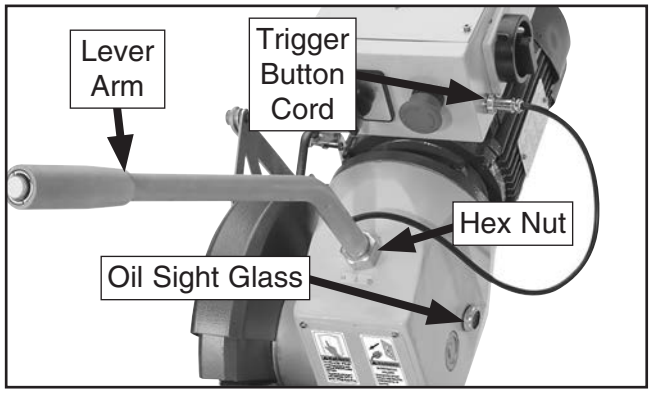

Figure 12. Lever arm and button cord installed.
4. Thread lever arm several turns into headstock until trigger button cord is on top of lever arm, then use adjustable wrench to tighten hex nut against headstock (see **Figure 12**).
5. Connect trigger button cord to right side of control box (see **Figure 12**) and tighten knurled knob.